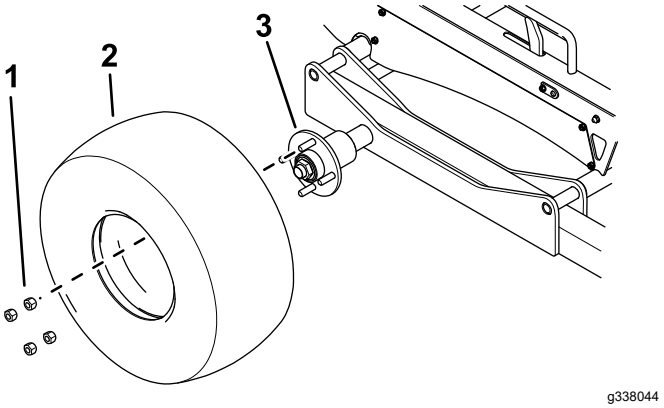

Figuur 21
1. Monteer een wiel op elke naaf met 4 wielmoeren (Figuur 21).